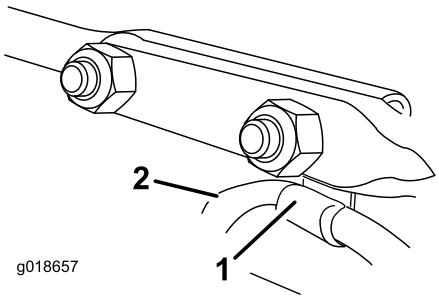

Figur 17
6. Montera kabelklämman som stödjer strålriktarkabeln under huvudet på den främre vagnskruven, och fäst vagnskruvarna med låsmuttrar från påsen med lösa delar (Figur 17).